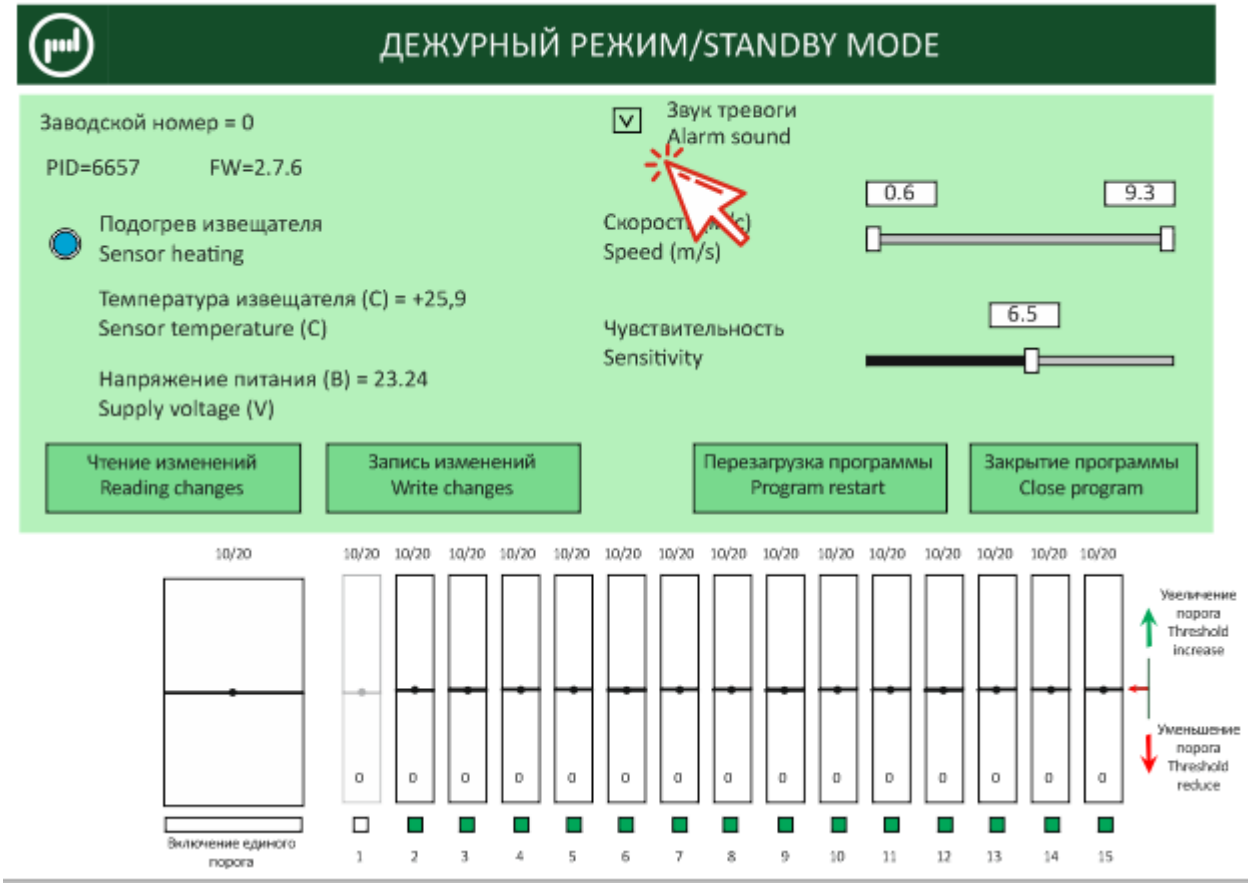

Рис.11.7
11.2.1.6 Включить или выключить звуковую индикацию тревоги извещателя (рис.11.7).